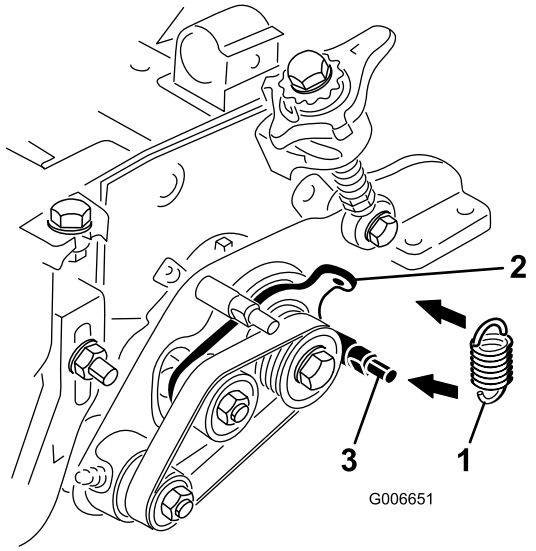

Figur 26
29. Fastgør styrefjederen i hullet i styreremskivepladens tap og rundt om rillen på trimmerskivens nederste tapskrue (Figur 26). Den åbne ende af fjederkrogen skal placeres, så den vender mod drivremskiven.